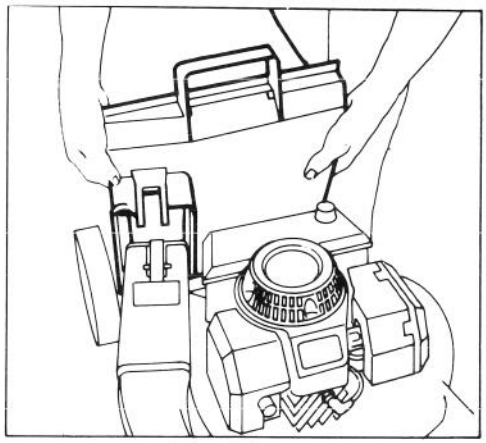

Afbeelding 9
3. HET INSTALLEREN VAN DE ZAK (Afb. 9) — Houdt de voorkant van de zakframe en de deur voor de zak tegen elkaar. Plaats vervolgens de zakopening in de deur tegen de groeven op de afvoerkoker aan de achterkant.